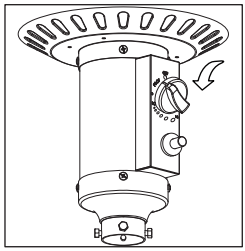

Figure 2
4. Tournez le bouton de commande sur LOW (minimum) et laissez-le pendant 5 minutes ou plus avant de le bouton au réglage de température désiré. (Figure 2)